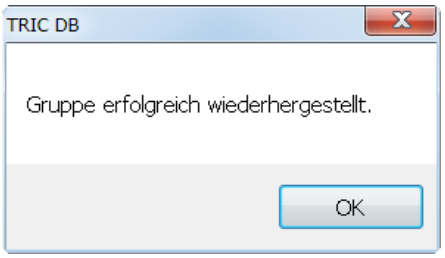

Bild 27.52 – Erfolgsmeldung nach Wiederherstellung eines Gruppenarchivs
- Bestätigen Sie, so wird die Gruppe wiederhergestellt, was bei umfangreichen Dateien einige Minuten in Anspruch nehmen kann. Schließlich erhalten Sie die Erfolgsmeldung nach Bild 27.52.